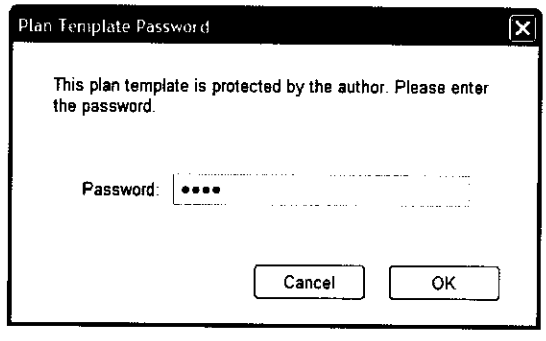

**Figure 15 Plan Template Password Confirmation**
To delete a plan template, select the template from the Plan Template pull-down list, then select the **DELETE** button. If the template is password protected a dialog will appear that requires you to type in the password (*Figure 15 Plan Template Password Confirmation, page 21*). If the password entered is correct, the template will be deleted.
- If the plan is password protected, click the **EDIT** button and a dialog box appears. (*Figure 15 Plan Template Password Confirmation, page 21*). Enter the password and click **OK** to unlock the template for editing.